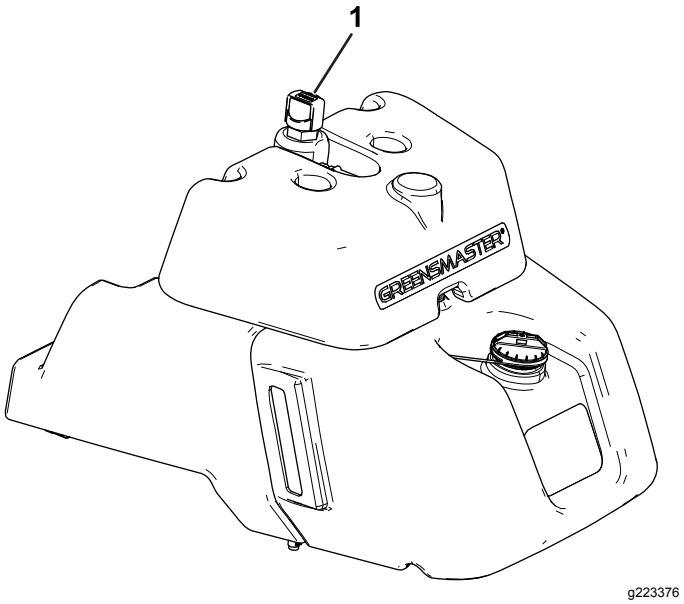

Figur 36
- Hvis tanken ikke har et seglass, finn peilestaven på toppen av hovedtanken for hydraulikkvæske (Figur 36), og fortsett til trinn 3.